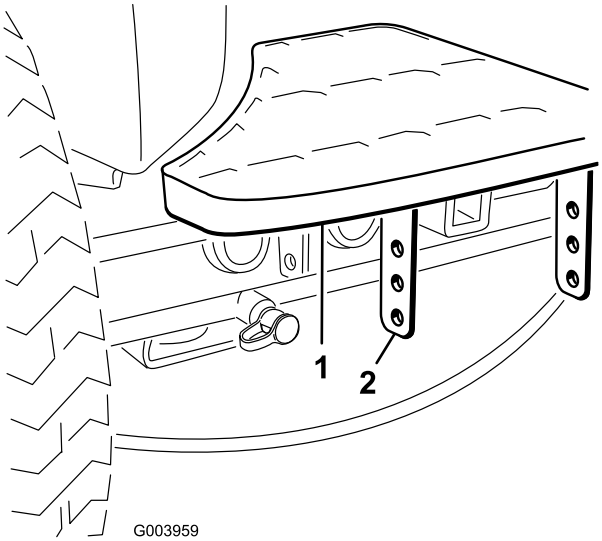

Figur 2
1. Ta bort de två bultar och muttrar som håller fast fotstegets fästen på traktorenhetens ram (Figur 2)